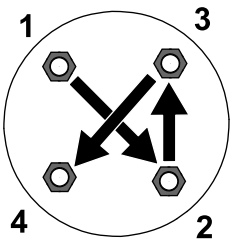

Figur 11
3. Trekk til hakemutterne (i et kryssende mønster som vist i Figur 11) med et moment på 108 til 122 Nm.